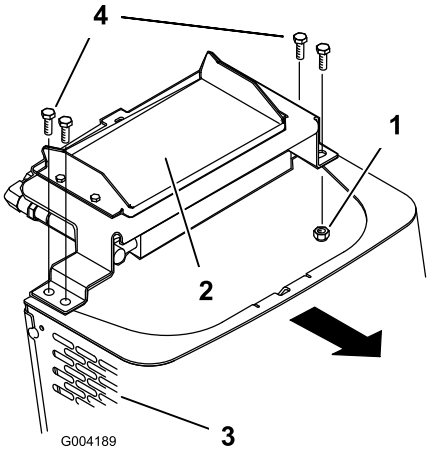

Figuur 28
6. Verwijder de borstbouten en moeren waarmee de oliekoeler aan de bovenzijde van het voorscherm is bevestigd (Figuur 28).